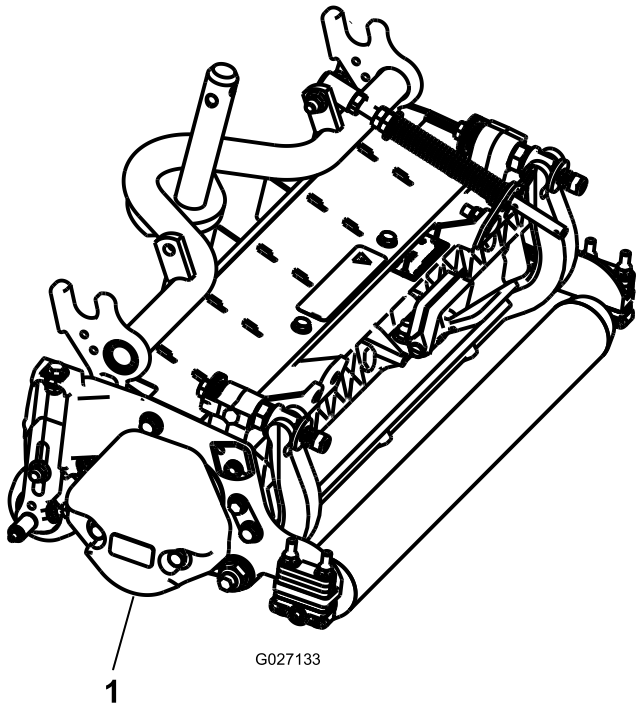

**Figur 3**
3. Sørg for, at kontravægten (Figur 3) er monteret i den rigtige ende af klippeenheden som beskrevet i kontravægtsættets *monteringsvejledning*.